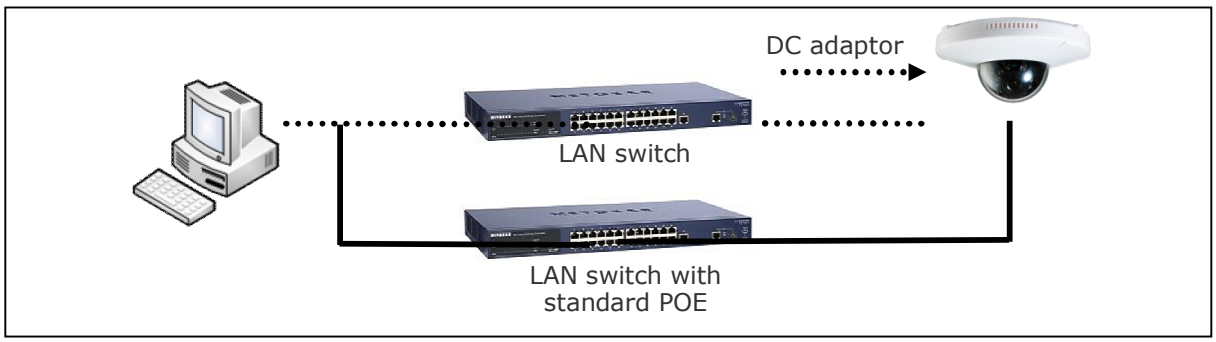

Figure 4-1. Power and network connection
2. Connect LKC1050IR as shown in dotted line in Figure 4-1. The DC power through DC adaptor is no need to connect if LAN switch supports PoE (IEEE802.3af).